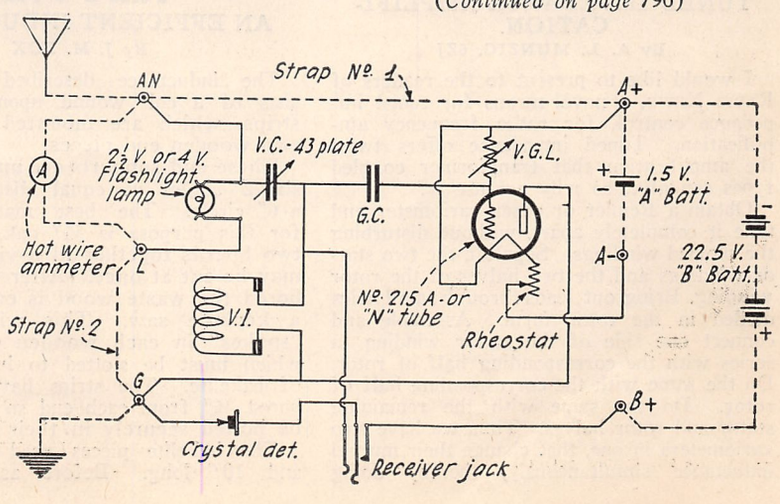

Fig. 2. Wiring Diagram of the Universometer. The Various External Connections are Shown by Dotted Lines.
If the experimenter has access to a transmitting set giving a number of different wave-lengths, the Universometer may be calibrated in the following manner: Referring to Fig. 2, strap 1 is removed and strap 2 connected. No external connections are made, but several inductances (VI) should be available, one of 18 to 20 turns for a range of 150 to 300 meters, and others of say 50, 75 and 125 turns for higher wave-lengths. In the set described, 20 turns gave a range of 150 to 300 meters.